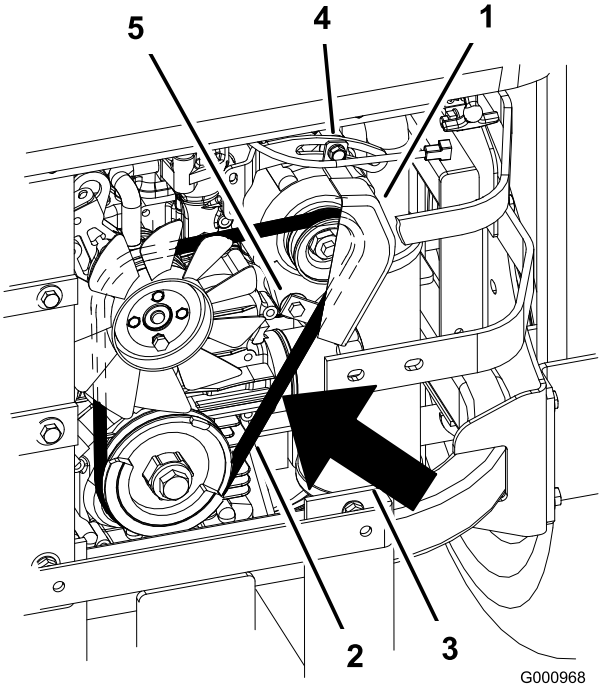

Figuur 69
2. Beweeg de wisselstroomdynamo naar buiten totdat de riem tussen de motor en de poelies van de wisselstroomdynamo een speling van 7 tot 9 mm heeft als deze wordt ingedrukt met een kracht van 10 kg (Figuur 69).
5. Als de speling correct is, draait u de onderste en bovenste bout vast (Figuur 69).